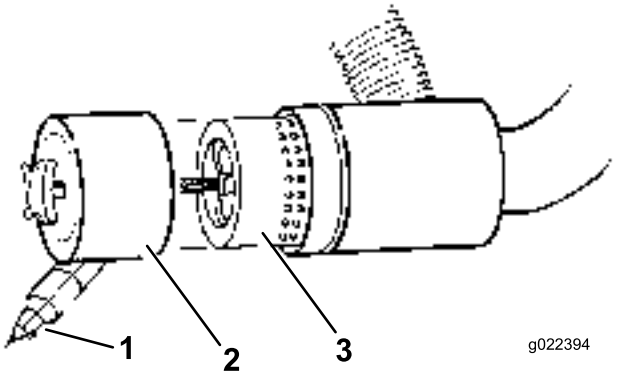

Figur 51
3. Afmonter, og udskift filteret (Figur 51).